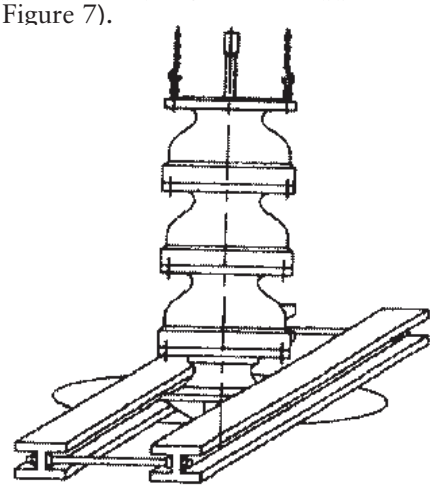

***Figure 7***
2. Place two I-beam supports across the base plate opening, strong enough to safely support the weight of the entire pump assembly. These I-beams should be connected by threaded rods and nuts so as to clamp them firmly together to support the pump. (See Figure 7).
6. Attach a sling to the elevator clamps, eyebolts, or lifting bail and hoist it into position over the foundation opening. (See Figure 7).